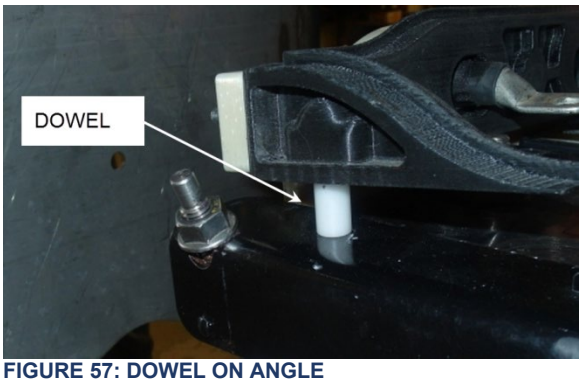

**FIGURE 57: DOWEL ON ANGLE**
5. Align the dowels on the angles with the holes on the cable guides (FIGURE 57).